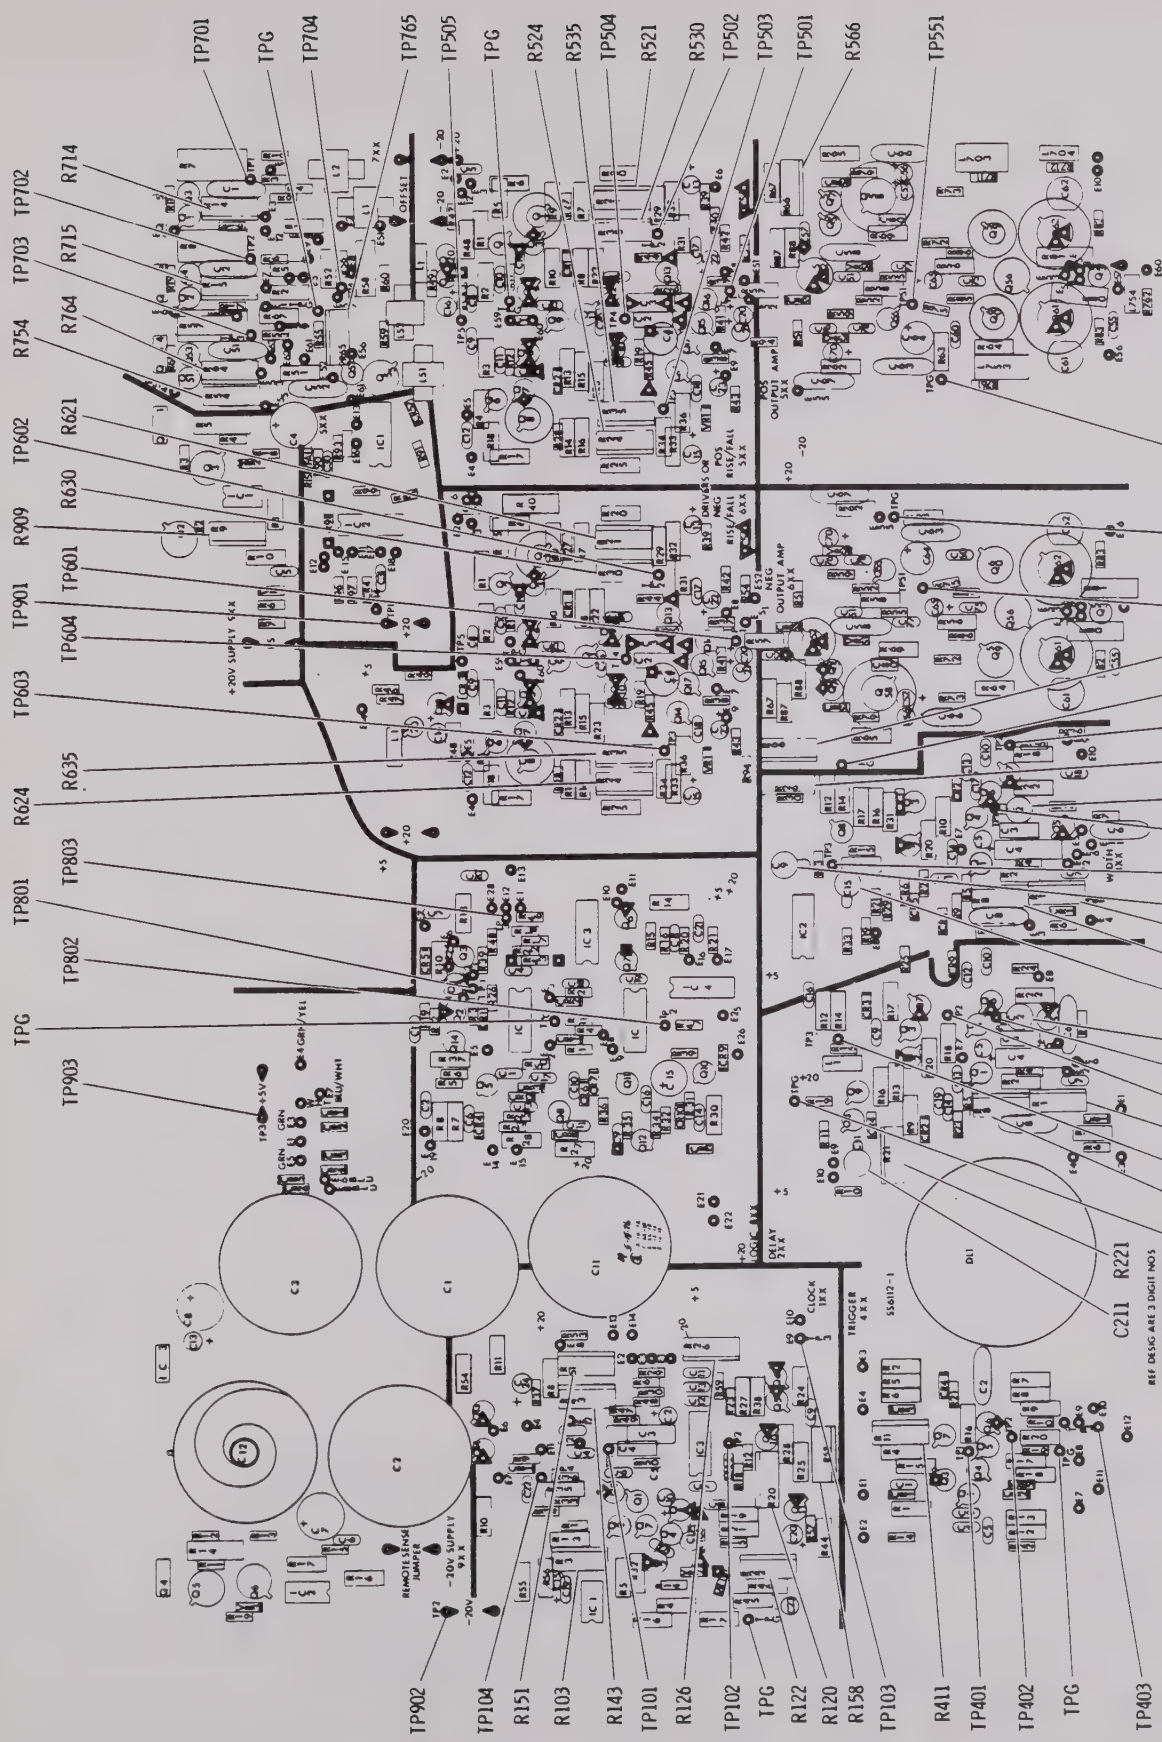

Figure 4-1. Adjustment and Test Point Location Diagram
a. TEST EQUIPMENT LIST. - The test equipment listed in table 4-1 is required to complete the calibration test procedure. The suggested model or equivalent should be used. Figure 4-1 details the adjustment and test point locations.
This section of your SERIES 20 manual will aid in isolating a malfunction to a particular section of the instrument. The schematic and circuit description section should therefore be reviewed for general design and operation fundamentals before attempting repair. Signal and d-c voltage levels are shown on the schematic diagrams in section 7. Test point and adjustment point locations are shown in section 4, figure 4-1.
Component locations on the front panel, rear panel and attenuator assemblies are shown in pages 6-3 through 6-5. Component locations on the printed circuit board assembly are shown on the Test Point and Adjustment Point Location drawing (figure 4-1) in section 4.